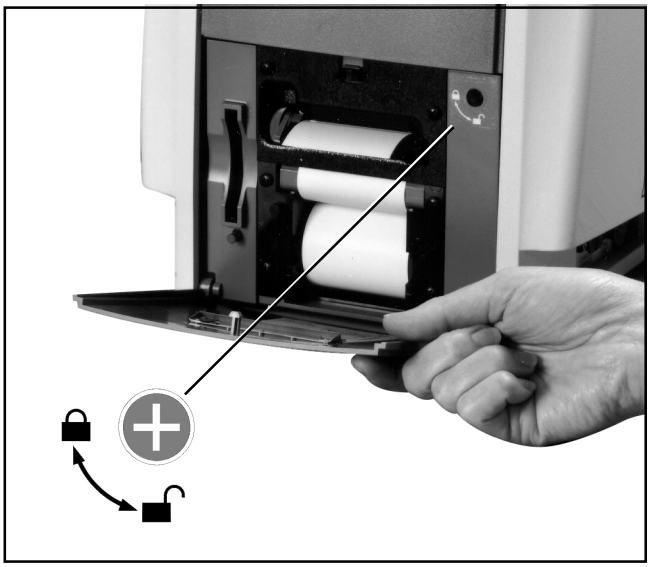

Figure 6, Travel Lock
- Insert the Screwdriver (phillips-head) into the Travel Lock hole and locate travel lock screw. Refer to Figure 6.